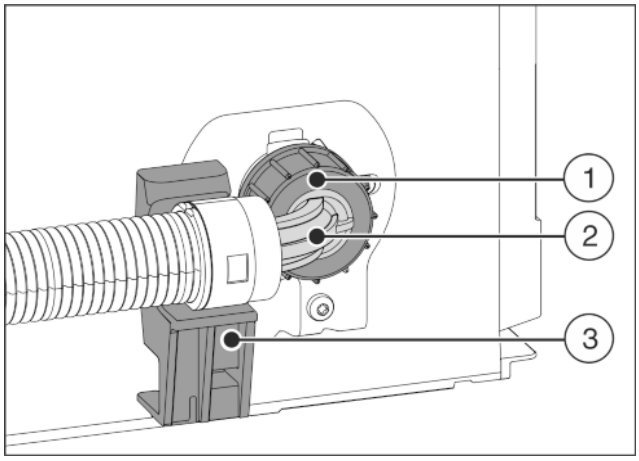

Fig. 22
▶ Hold the angled hose end *Fig. 22 (2)* horizontally at bracket *Fig. 22 (3)* and secure it.
▶ Screw the nut *Fig. 22 (1)* on by hand until it is firmly in place.